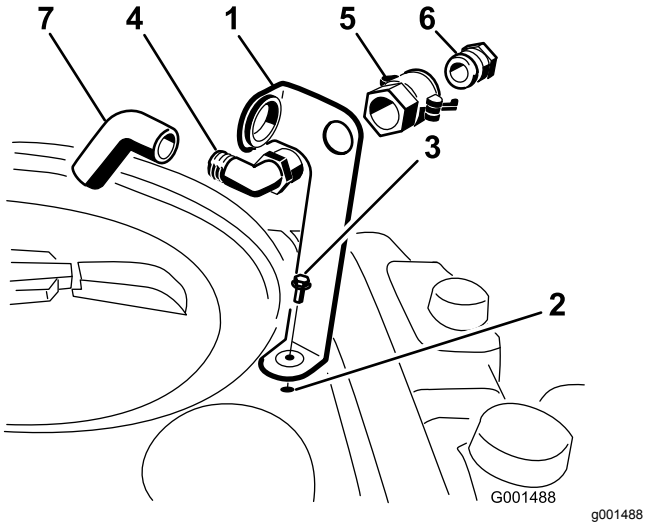

Figuur 3
1. Plaats de beugel van de slangaansluiting op de schroefdraadopening in de tank en zet deze vast met een flenskopbout (5/16" x ¾") (Figuur 3).
2. Steek het draadeinde van de elleboogfitting van 90° door de beugel en draai hierop de snelkoppeling zodat deze vastzit aan de beugel (Figuur 3).
3. Monteer de slangadapter in de snelkoppeling (Figuur 3).
4. Zet de slangadapter vast door de hendels naar de adapter te draaien en de hendels vervolgens te borgen met de R-pennen (Figuur 3).
5. Installeer de anti-overloopslang via de grote opening van de beugel en op het geribde uiteinde van de elleboogfitting van 90° (Figuur 3).